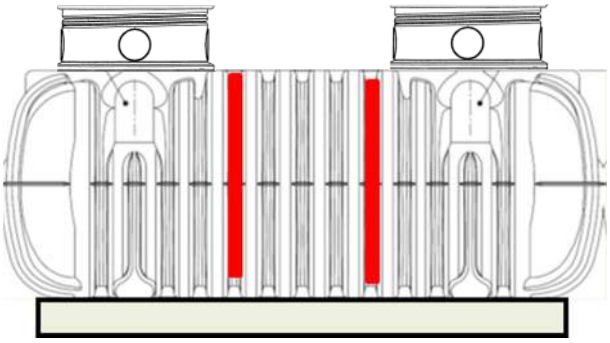

Fig 4
- -Refer to fig 4 for details on corner tie down points for RMT-500 and RMT-750 tanks.